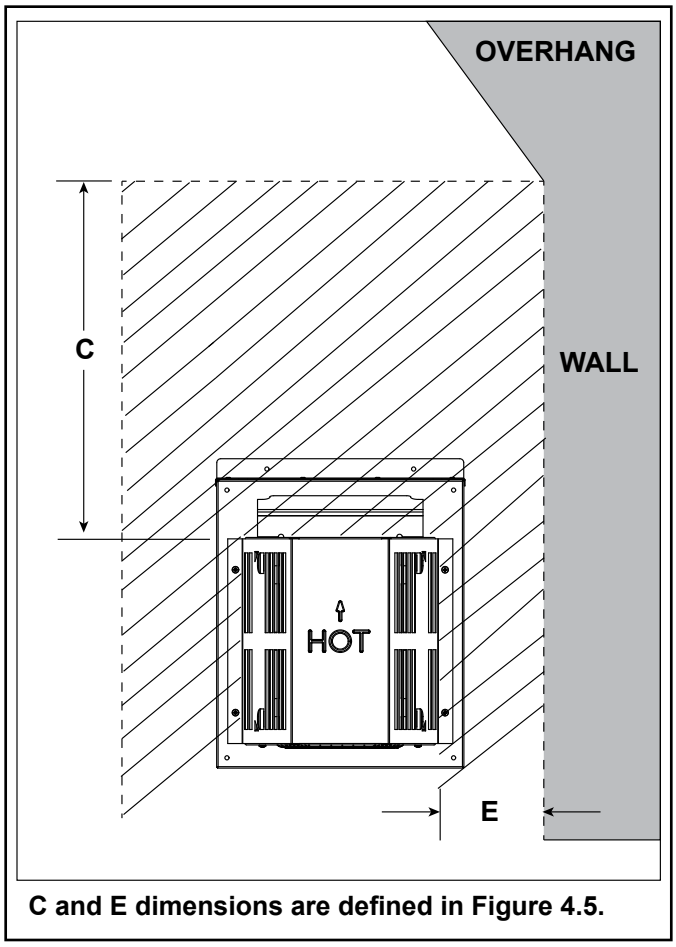
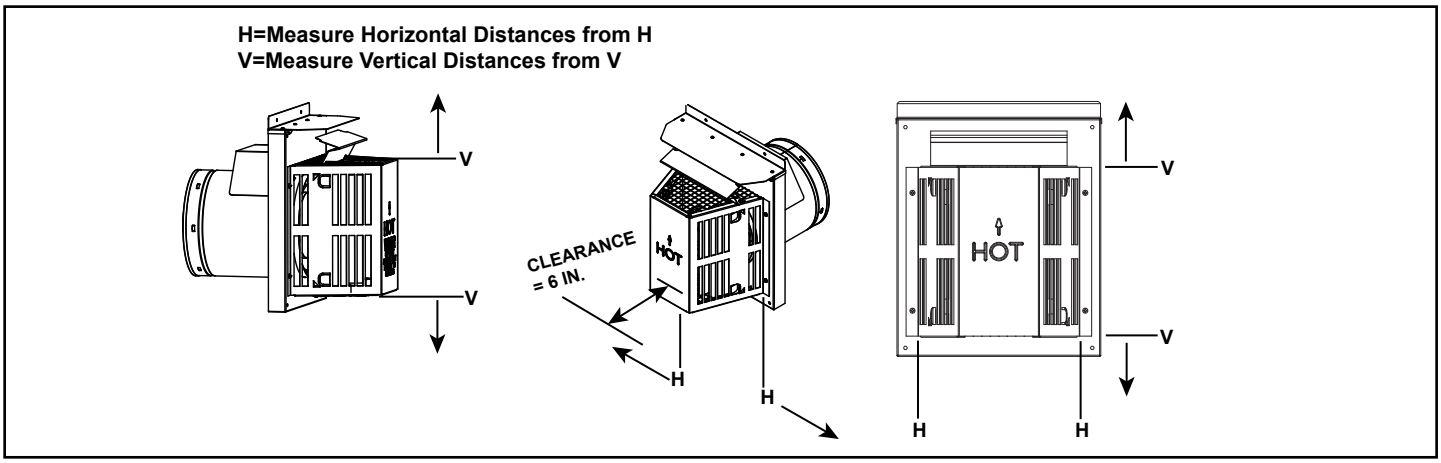

Figure 4.4 Measure Horizontal and Vertical Termination Clearance to Trapezoid Portion of Cap
Figure 4.3
- Measure horizontal and vertical termination cap clearances as noted in Figure 4.3 and Figure 4.4.